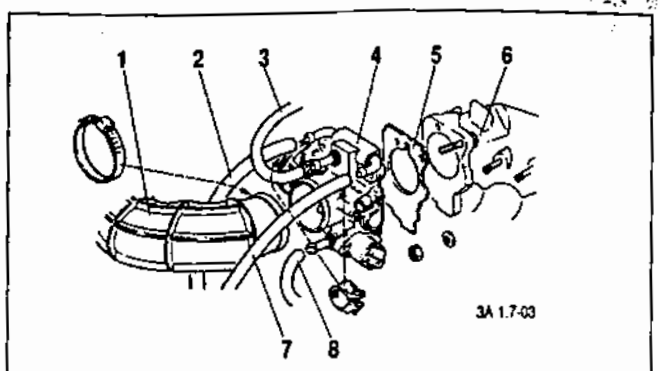

Fig. 1.8-03. Dépose du boîtier papillon:
4. Débrancher le tuyau 3 (fig. 1.8-03) et le tuyau 8.